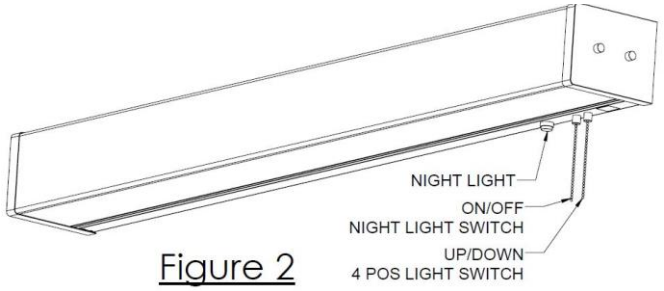

Figure 2
C. Connect the white wire from the fixture to the white (N) wire from the supply power source.
D. Connect the black wire from the fixture to the black (L) wire from the supply power source.
A. Install the cover (4) to the channel (1) using four screws (5) to secure it.
A. Install the diffuser (6) metal cover (6) and two end caps (8) to the channel (1) using four finials (9) to secure it.
Step 7 – Operation (Figure 2)